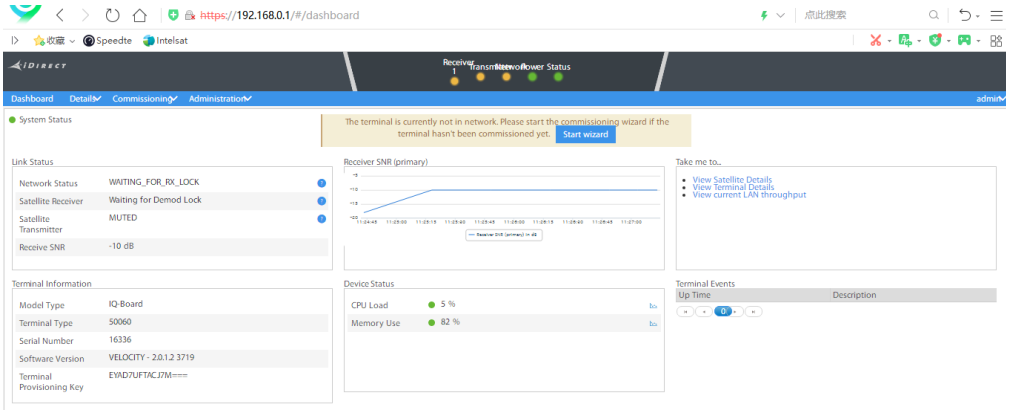

Figure 6-4 Modem Web UI
2. Click "Continue" - "Continue with Wizard" to enter the modem interface, and directly click the lower right corner to enter the next step. Directly click the middle button "Enter Commissioning Mode", where you can import the configuration file of the modem, as shown in Figure 6-4;